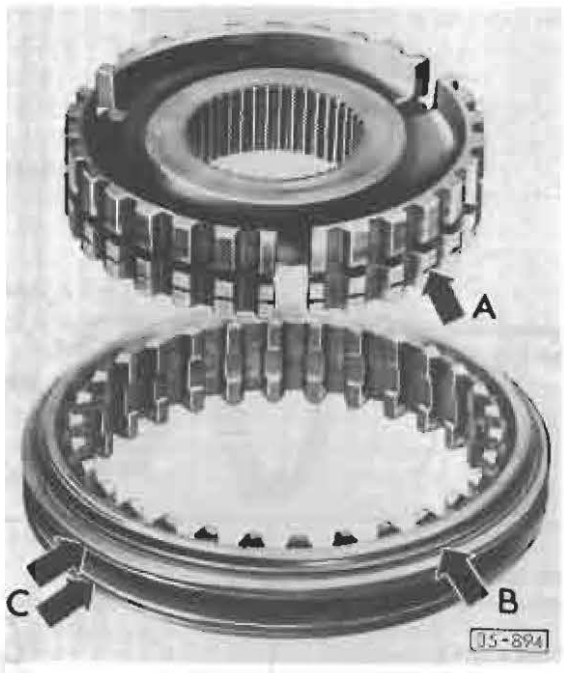

Fig. 3 **Synchronizer 3rd/4th gear, assembling**
- identification groove on sleeve (Fig. 3, arrow B) faces 4th gear